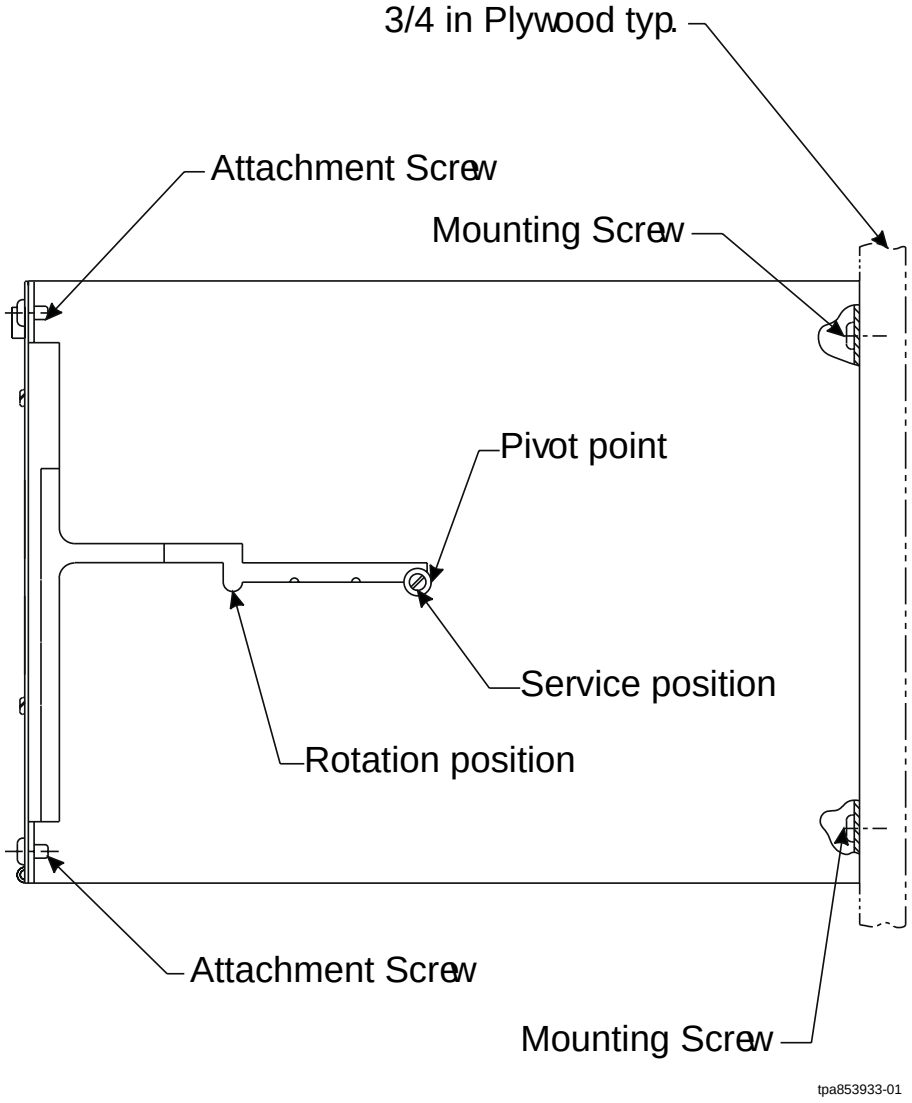

Figure 2. Wall DT Cabinet — Bottom View
2. With both hands on the bottom of the Wall DT, carefully lift up on the Wall DT so the pivot point leaves the service position, and slide the Wall DT forward until the pivot point reaches the rotation position. Allow the pivot point to drop down into the rotation position, and rotate the Wall DT 90 degrees until the backplane is in the up position (see Figure 2).
Carefully rotate the Wall DT 90 degrees until the Wall DT is in the normal position. With both hands on the bottom of the Wall DT, carefully lift up on the Wall DT so the pivot point leaves the rotation position, and slide the Wall DT back until the pivot point reaches the service position. Allow the pivot point to drop down into the service position (see Figure 2).